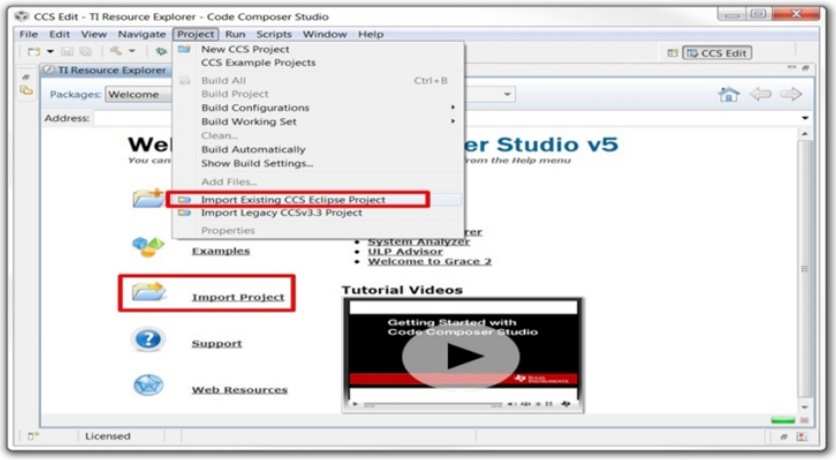

Figure 23. Importing Existing Projects
Step 4. Import a project either from the welcome menu by selecting *Import Project* or go to the *Project* menu and select *Import Existing CCS Eclipse Project* (see Figure 23).